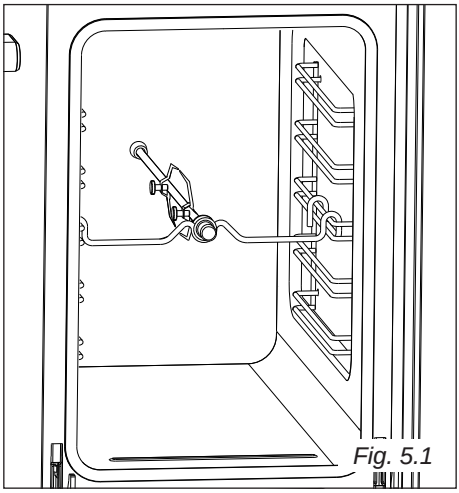

*Fig. 5.1*
## USE OF THE ROTISSERIE (fig. 5.1)
- Insert the baking tray into the lowest rack holders of the oven and insert the rod support into the intermediate rack holders (fig. 5.1).
- Insert the rod into the motor opening (fig. 5.1). It is correctly fitted only if the rod does not turn when inserted. It will then rotate only when the spit motor is operating (check the right rotation of the rod).
- Rest the rod onto the support of the spit collar (fig. 5.1); then remove the grip by turning it to the left.